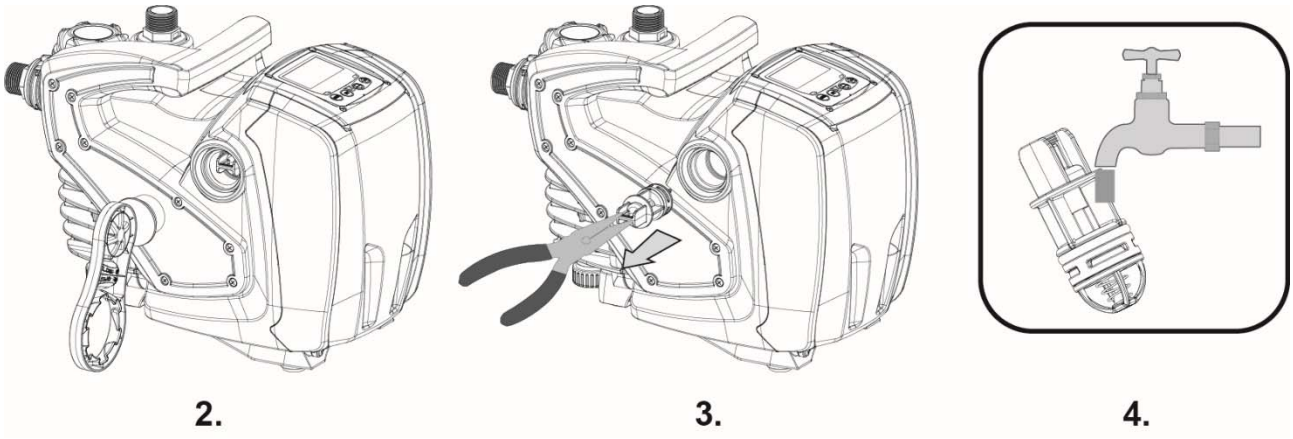

Abbildung 8
2. Mithilfe eines Schraubenziehers oder des eigens dazu vorgesehenen Werkzeugs den Entlüftungsdeckel ausbauen, so dass das Rückschlagventil erreicht werden kann (Abb.8);
5. Die komplette Kartusche erneut in ihren Sitz einsetzen: Der Vorgang verlangt die notwendige Kraft für das Zusammendrücken der beiden O-Ring-Dichtungen (Abb.8);
6. Den Entlüftungsdeckel bis zum Anschlag einschrauben: falls die Kartusche nicht korrekt in ihren Sitz eingedrückt wurde, erfolgt dies spätesten beim Einschrauben des Deckels (Abb.8).